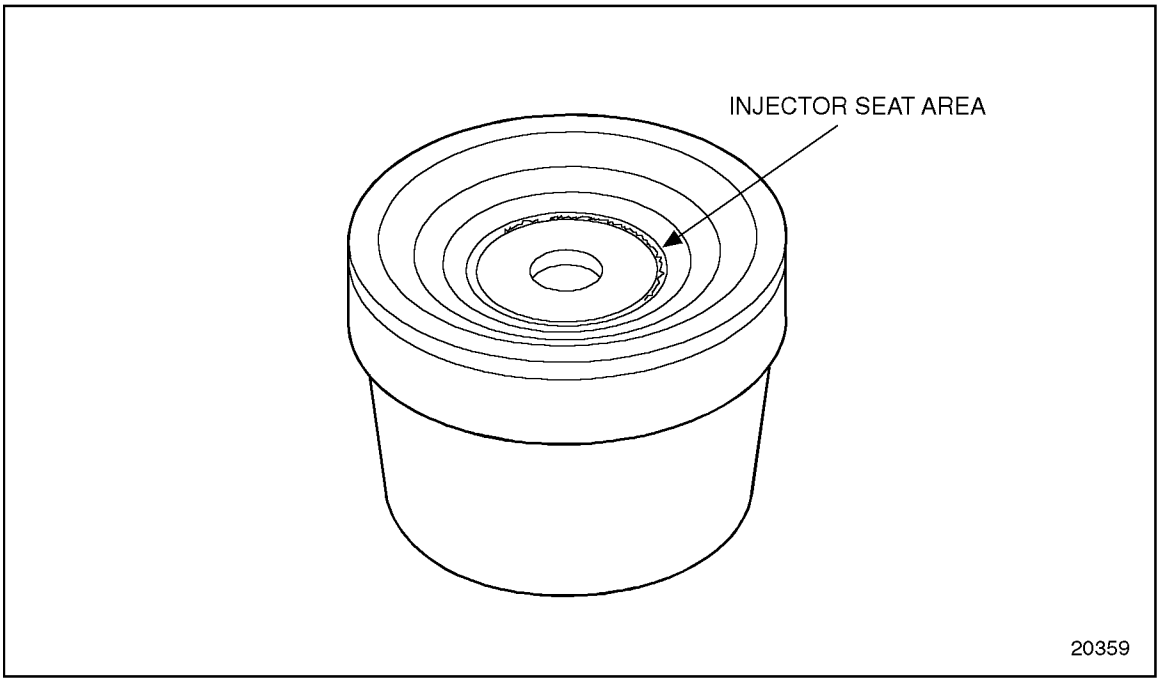

Figure 2-25 Injector Tube Seat Irregularities
19. Inspect the tube seating surface to ensure that there are no irregularities or chatter marks in the seating surface. If irregularities or chatter marks are found, remove and replace the injector tube. See Figure 2-25.